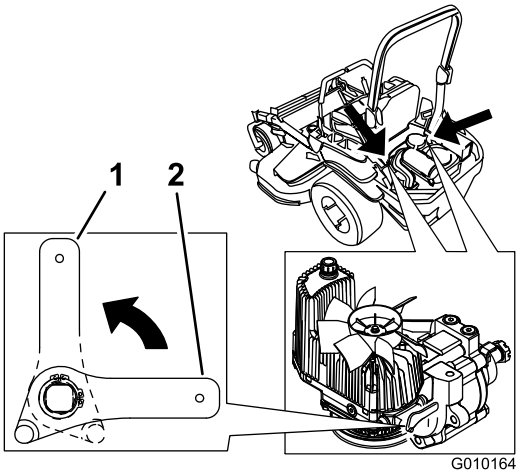

Figuur 36
2. Draai de vrijgavehendels verticaal om de machine te duwen. Hierdoor kan de hydraulische vloeistof worden omgeleid zodat de wielen kunnen draaien (Figuur 36).
4. Draai de vrijgavehendels horizontaal om de machine te gebruiken (Figuur 36).